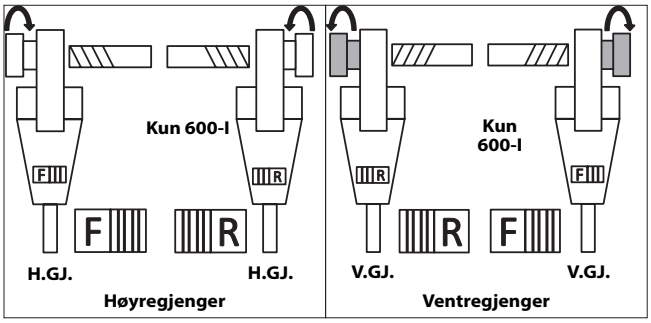

Figur 10 – skyvebryter/gjengeskjærehode orientering
7. Still F/R-bryteren på håndgjengemaskinen inn for ønsket gjenging mot høyre eller venstre. *Se Figur 10.*